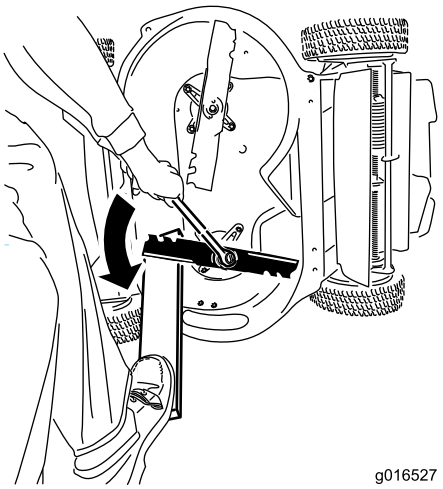

Figur 38
1. Brug en træklods til at understøtte hver kniv og drej knivbolten mod uret som vist i Figur 38.